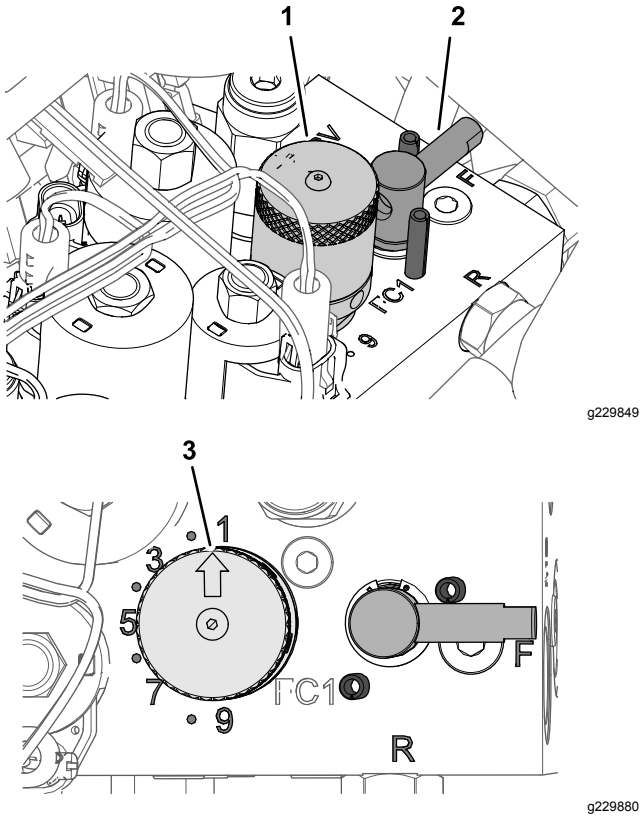

Figur 53
5. Juster knivcylinderhastigheden ved at dreje knappen på hastighedsregulatoren til knivcylindre (Figur 53), indtil indikatorpilene er på linje med det fastslåede tal fra trin 3.